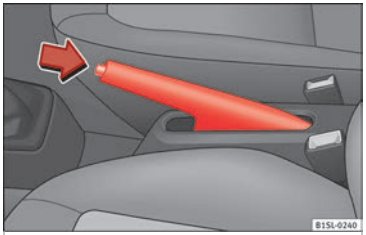

Fig. 146 Between the front seats: handbrake.
- Pull gently in an upwards direction on the handbrake lever and press the lock button **››› Fig. 146** (arrow).